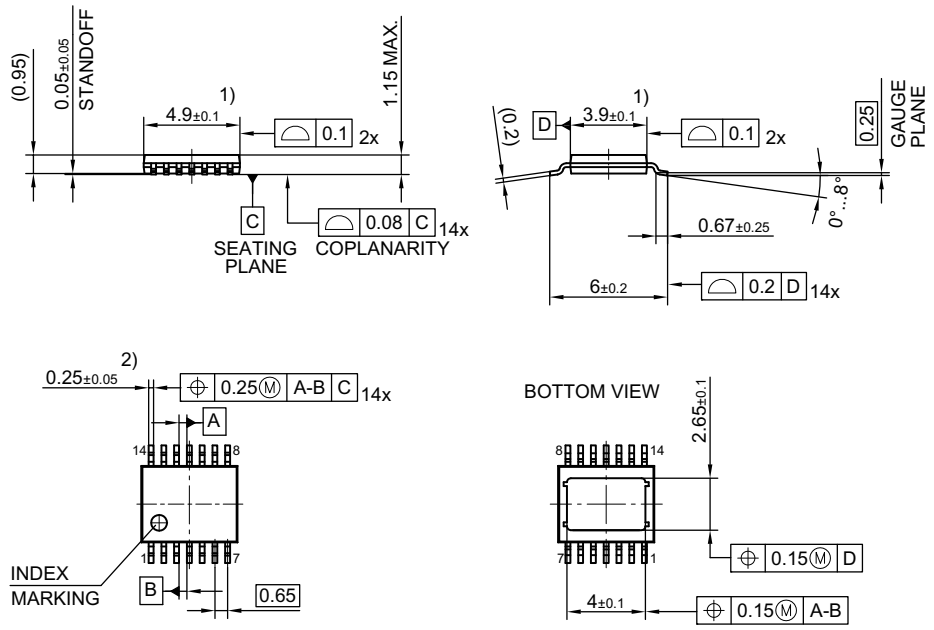
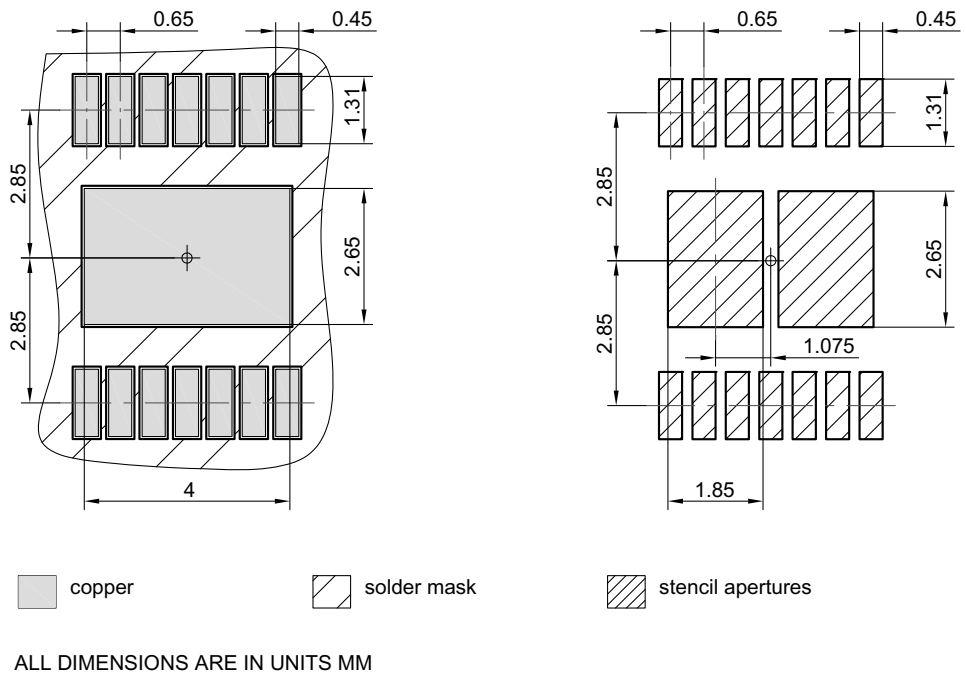

Figure 43 **PG-TSDSO-14** (Thin (Slim) Dual Small Outline 14 pins) **Package Outline**
Figure 44 **PG-TSDSO-14** (Thin (Slim) Dual Small Outline 14 pins) **Package pads and stencil**
1.01, 2019-06-26	**Chapter 9.2** updated (2 V → $V_{DS(OLOFF)}$) General: updated (ReverSave™ → ReverseON) **Figure 1** updated **Chapter 1** updated ((inserted headline "Product Validation"), (Qualified in accordance with AEC Q100 grade 1 → Qualified for automotive applications. Product validation according to AEC-Q100 Grade 1.)) General: updated Product Name (PROFET™+2 → PROFET™+2 12V) Page 1: updated figure product **Table 23** updated punctuation **Chapter 9.3.1** updated (typo) Page 1: updated (Package PG-TSDSO-14-22 → Package PG-TSDSO-14) **Figure 29** updated **Figure 43** updated (PG-TSDSO-14-22 (Thin (Slim) Dual Small Outline 14 pins) Package Outline → PG-TSDSO-14 (Thin (Slim) Dual Small Outline 14 pins) Package Outline) **Figure 44** updated (PG-TSDSO-14-22 (Thin (Slim) Dual Small Outline 14 pins) Package pads and stencil → PG-TSDSO-14 (Thin (Slim) Dual Small Outline 14 pins) Package pads and stencil) **Table 1** updated ((Symbol: $I_{VS(SLEEP)}$ → $I_{VS(SLEEP)_85}$), (Parameter: Minimum Overvoltage protection (T_J = 25 °C) → Minimum Overvoltage protection (T_J ≥ 25 °C)) P_9.6.0.6 updated (Note or Test Condition: removed unnecessary line-break)